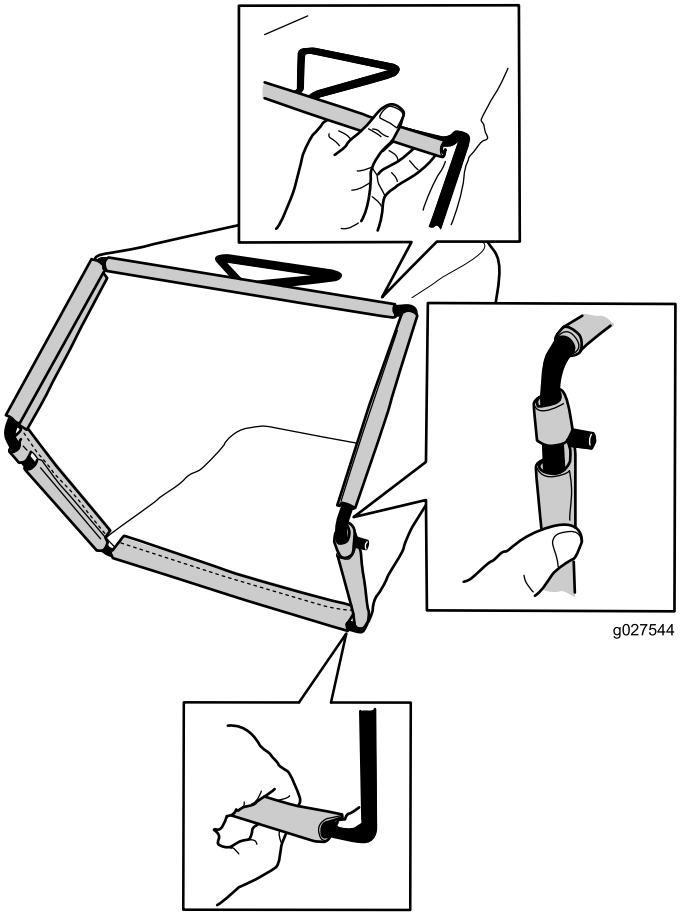

Figur 9
2. Haka fast uppsamlarens nedre kanal på den nedre delen av ramen (Figur 9).
3. Haka fast uppsamlarens övre kanal och sidokanaler på överdelen respektive sidorna på ramen (Figur 9).